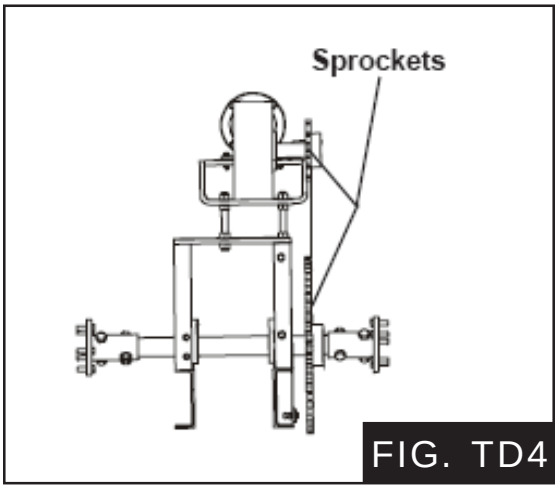

FIG. TD4
G. Move the Bottom Sprocket back into position and lock in place. Make sure the sprockets are lined up as in FIG TD4.